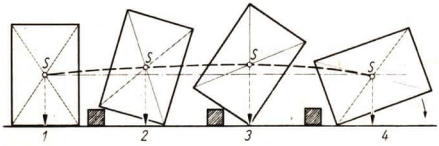

Abb. 90. Ein Körper fällt beim Kippen um, wenn der Fußpunkt des vom Schwerpunkt gefällten Lotes außerhalb der Unterstützungsfläche liegt.
Kippt man einen auf einer Unterlage stehenden Körper zu stark, so fällt er um (vgl. Abb. 90). Der Schwerpunkt erreicht dabei eine Höchstlage (3). Überschreitet er sie, so trifft das vom Schwerpunkt aus gefällte Lot nicht mehr die Unterstützungsfläche. Der Körper kehrt nicht mehr in seine frühere Lage zurück; er fällt um.